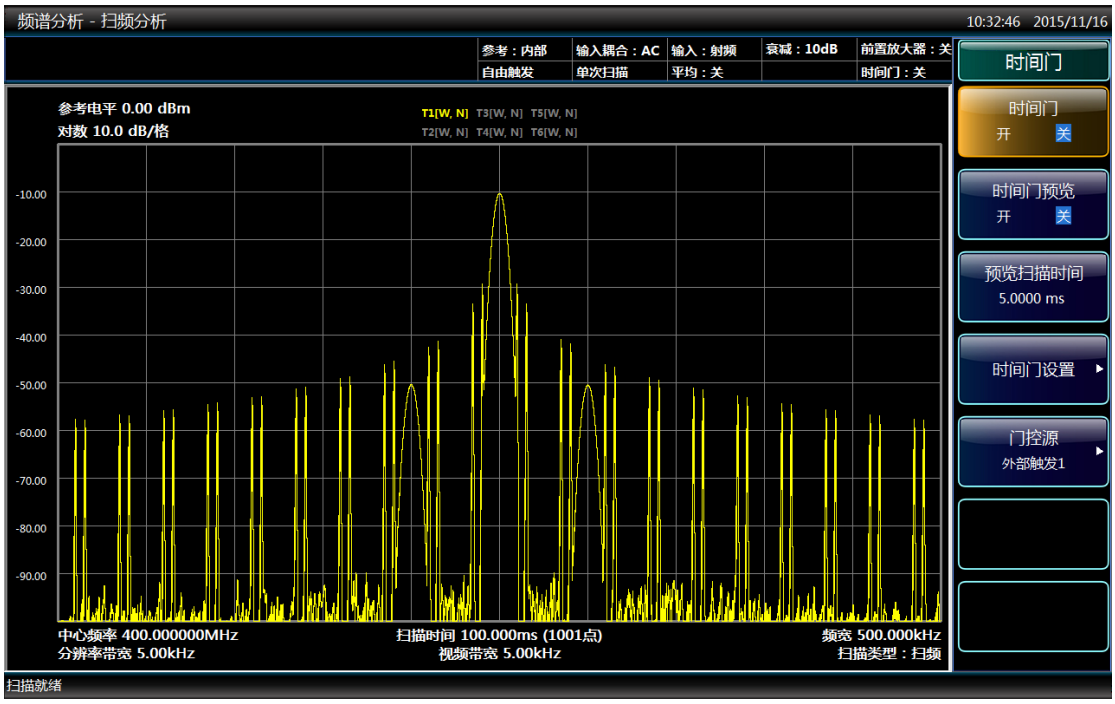

图 4.57 未加时间门观测的信号频谱
- 移动的信号是脉冲信号，利用差值标记功能可以判断尖刺的周期是 5ms（与脉冲信号的脉冲周期相同），利用时间门可以将这些信号屏蔽，再现原始的 FM 信号，如图 4.57 所示。